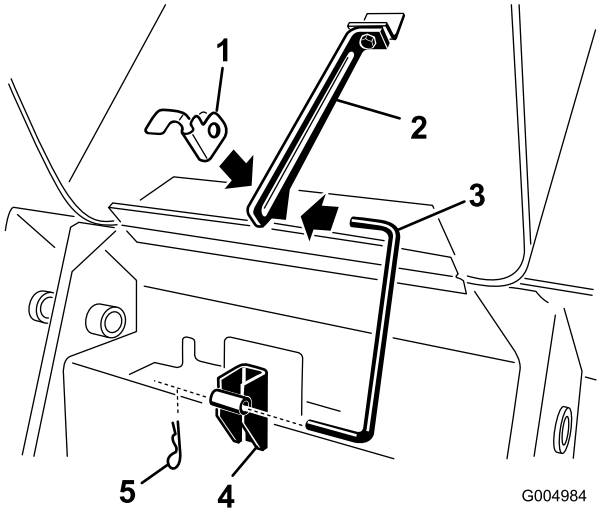

Rysunek 41
3. Wyciągnij zawleczkę z dolnego końca podpórki maski i wysuń podpórkę z uchwytów oraz zdejmij ją z zaczepu (Rysunek 41).
7. Zamocuj podpórkę w uchwytach oraz na zaczepie, a następnie zabezpiecz ją za pomocą zawleczki (Rysunek 41).